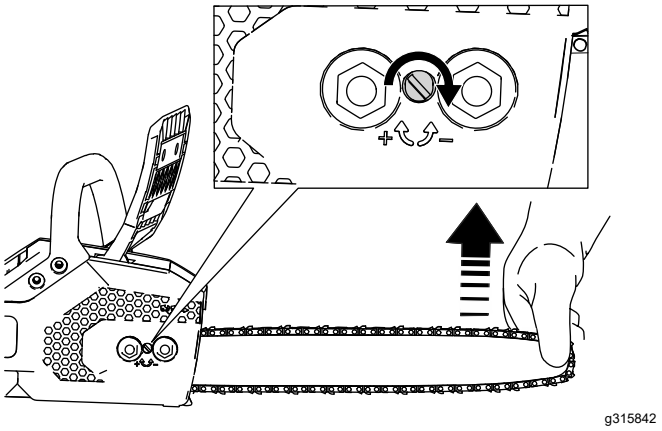

Figur 27
6. Hold oppe tuppen av sverdet (Figur 27).
- **For å stramme kjeden** dreier du strammeknotten med urviseren (Figur 27).